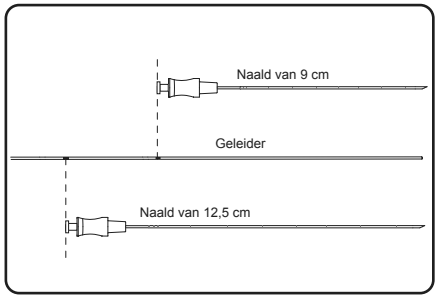

Afbeelding 8. De geleider inbrengen tot de juiste dieptemarkering is uitgelijnd met het aanzetstuk van de foraminale naald
3. Steek de geleider in de foraminale naald waarbij u de juiste dieptemarkering op de geleider uitlijnt met de bovenkant van de foraminale naald (**afbeelding 8**).